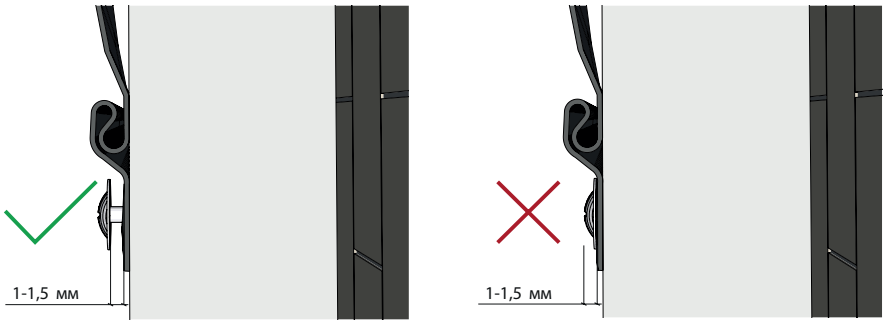

Рисунок 2
6.1 Между шляпкой самореза и панелью или доборным элементом необходимо оставлять зазор 1-1,5 мм (рис. 2), для возможности движения панели при тепловых расширениях.